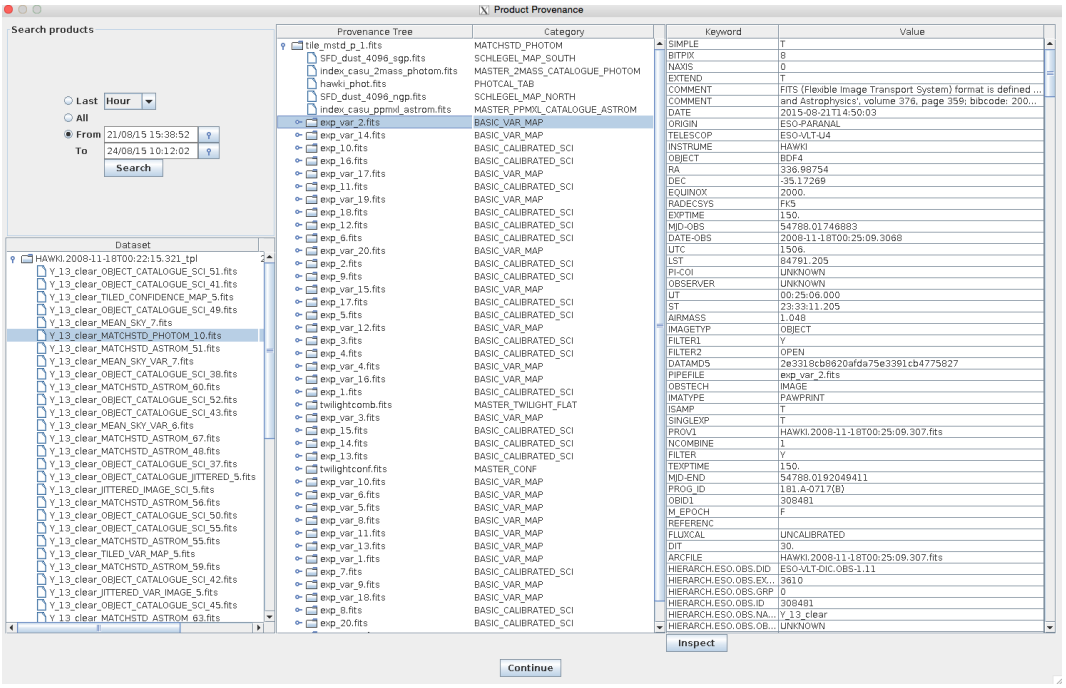

Figure 6.4: *The Product Explorer shows all datasets reduced in previous executions together with the full reduction chain for all the pipeline products..*
9. Once the reduction of all datasets has finished, a pop-up window called *Product Explorer* will appear, showing the datasets which have been reduced together with the list of final products. This actor allows the user to inspect the final data products, as well as to search and inspect the input data used to create any of the products of the workflow. Figure 6.4 shows the Product Explorer window. A full description of the *Product Explorer* will be presented in Section 8.3.3.